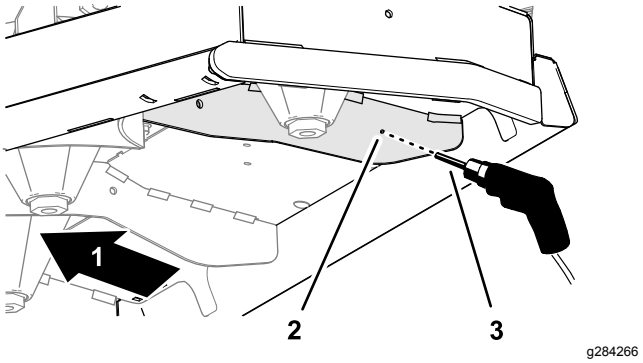

Figure 13
5. At the left divider, drill the pilot hole in the divider with a 10 mm (3/8 inch) drill bit as shown in Figure 13.